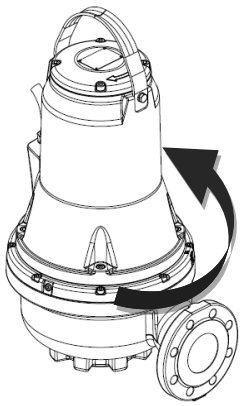

Fig. 10 Ryckriktning
2. Starta och stoppa pumpen och observera åt vilket håll den vrider sig (rycker). Om den är korrekt ansluten kommer pumpen att rotera medurs, vilket innebär att den rycker moturs. Se fig. 10. Om rotationsriktningen är felaktig, skifta två av faserna i matarkabeln.